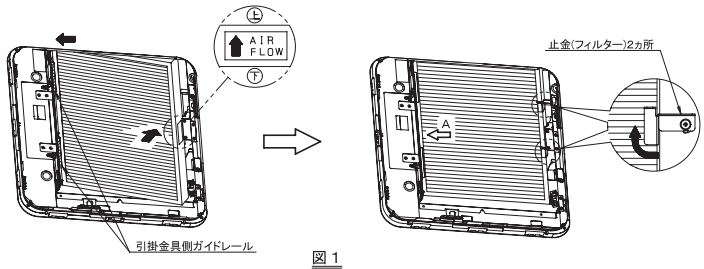

図1
(1)プリーツフィルター①を袋から取り出してください。
(2)プリーツフィルター①の側面の矢印(AIR FLOW)を上向きにして、引掛金具側ガイドレールへ差し込み、そのまま奥まで差し込んでください。
(3)プリーツフィルター①を押し上げてください。
(4)止金(フィルター)2ヵ所を回してプリーツフィルター①を固定してください。(図1)